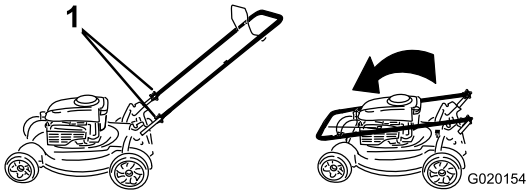

Figure 20
1. Desserrez les boutons du guidon jusqu'à ce que le guidon bouge librement (Figure 20).
1. Bouton du guidon (2)
2. Pliez le guidon en avant comme indiqué à la (Figure 20).